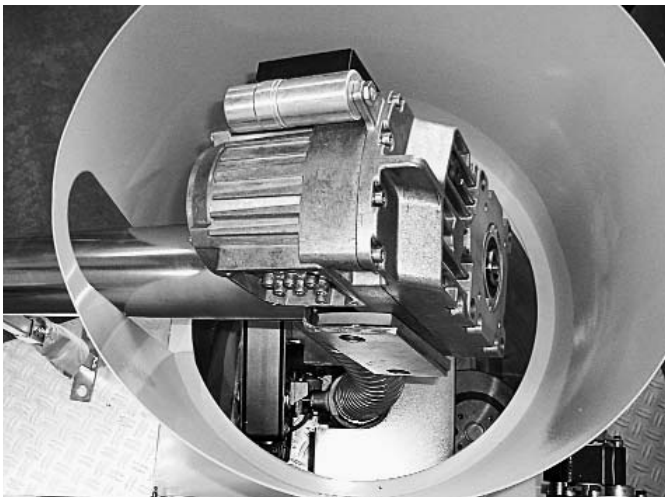

Fig. 62
Collegare il cavo del motore di estrazione (RA) al connettore X 24 e al cavo della protezione termica (MRA) X 39 (fig. 62).